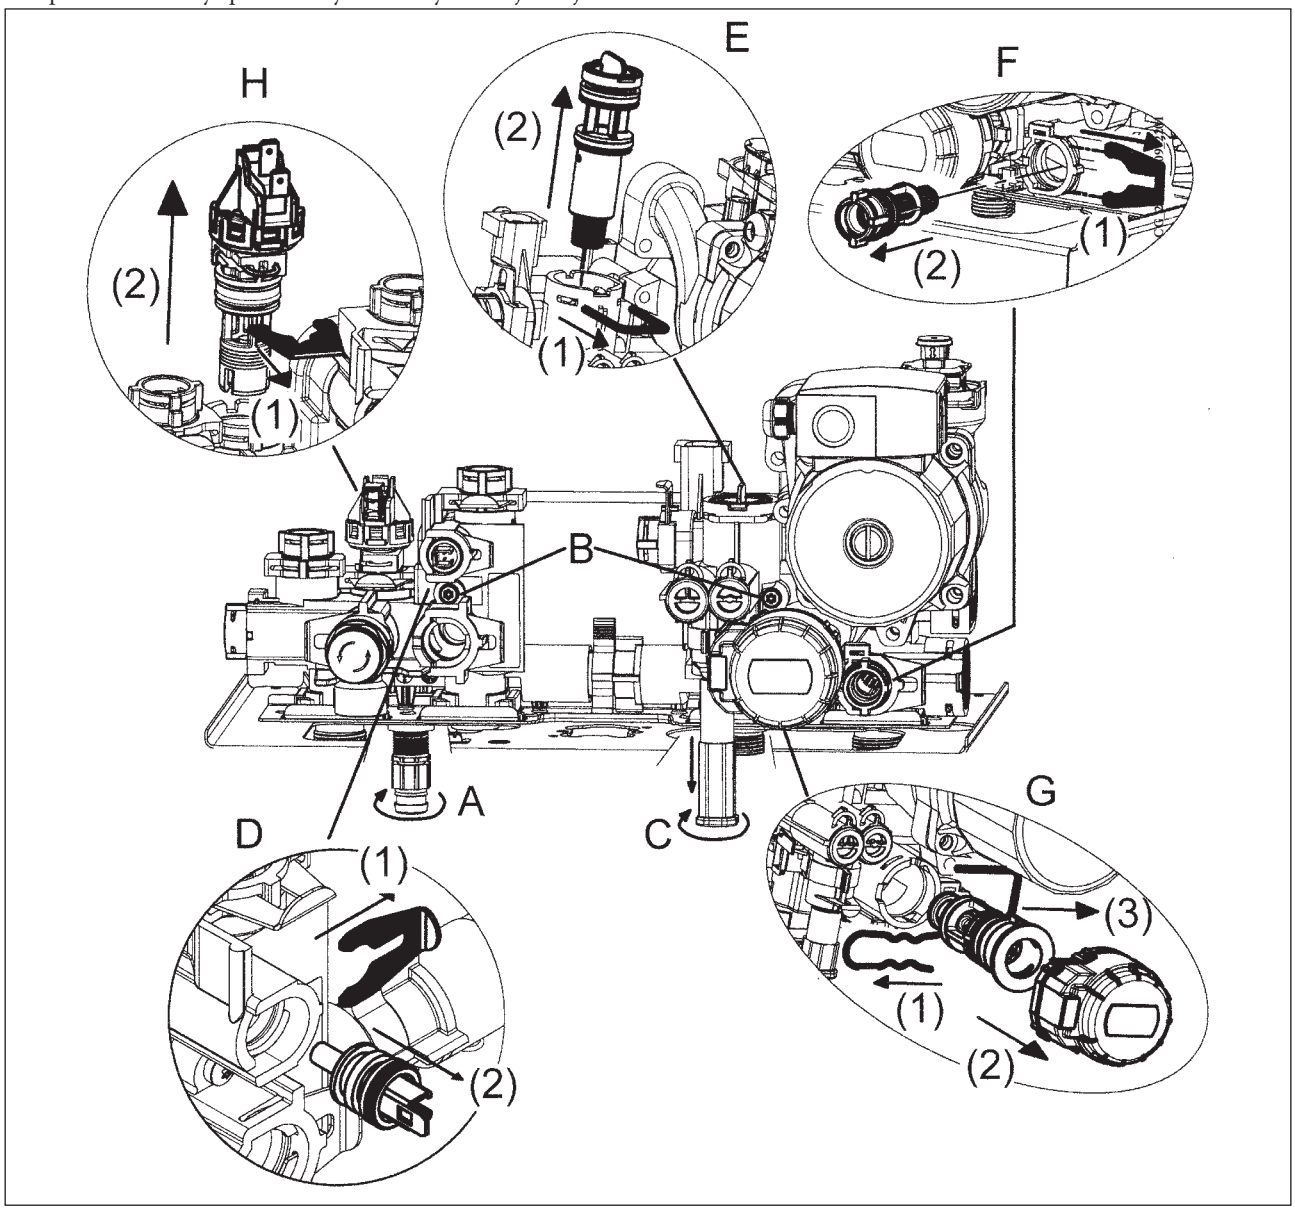

Rysunek 16
- w celu wyciągnięcia wkładu filtra obiegu c.o. należy najpierw usunąć siłownik zaworu 3-drogowego (1-2G – rysunek 16);
- Usunąć filtr (2E rys. 16);